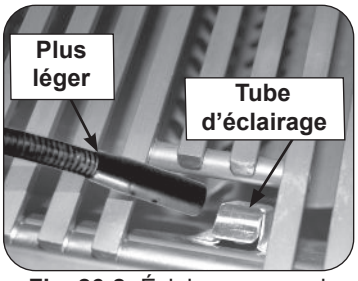

Fig. 26-2 Éclairage manuel via un tube d'éclairage
2. Passez un allumeur brûlant de butane de long-baril ou une allumette brûlante de long-tige dans la grille à cuire s'ouvrant au dessus du tube d'éclairage. (Fig. 26-2). Pour les brûleurs de dos ou les brûleurs infrarouges, maintenez la flamme contre la surface du brûleur de brûleurs arrière / infrarouge. Pour les brûleurs à charbon, maintenez la flamme près du brûleur.